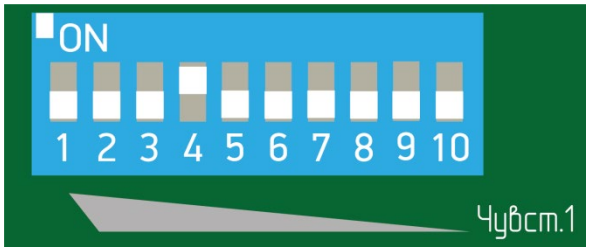

Рисунок 7.26
– при отсутствии тревожного извещения увеличить чувствительность, установив флажок 4 переключателя регулировки чувствительности в положение «ON» (верхнее положение), все остальные флажки в нижнее положение (рисунок 7.26) и повторить попытки несанкционированного проникновения через заграждение по выше указанной методике.